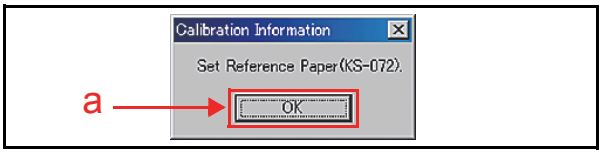

Figure 6-46 Calibration Information Screen 5
Once the UV Sensor Non-Paper Calibration is complete, the "**Calibration Information**" Screen shown in Figure 6-46 will re-appear.
18. Mouse-click on the "OK" Screen Button (See Figure 6-46 a) to begin the following three (3) CIS Sensor Calibration Procedures: